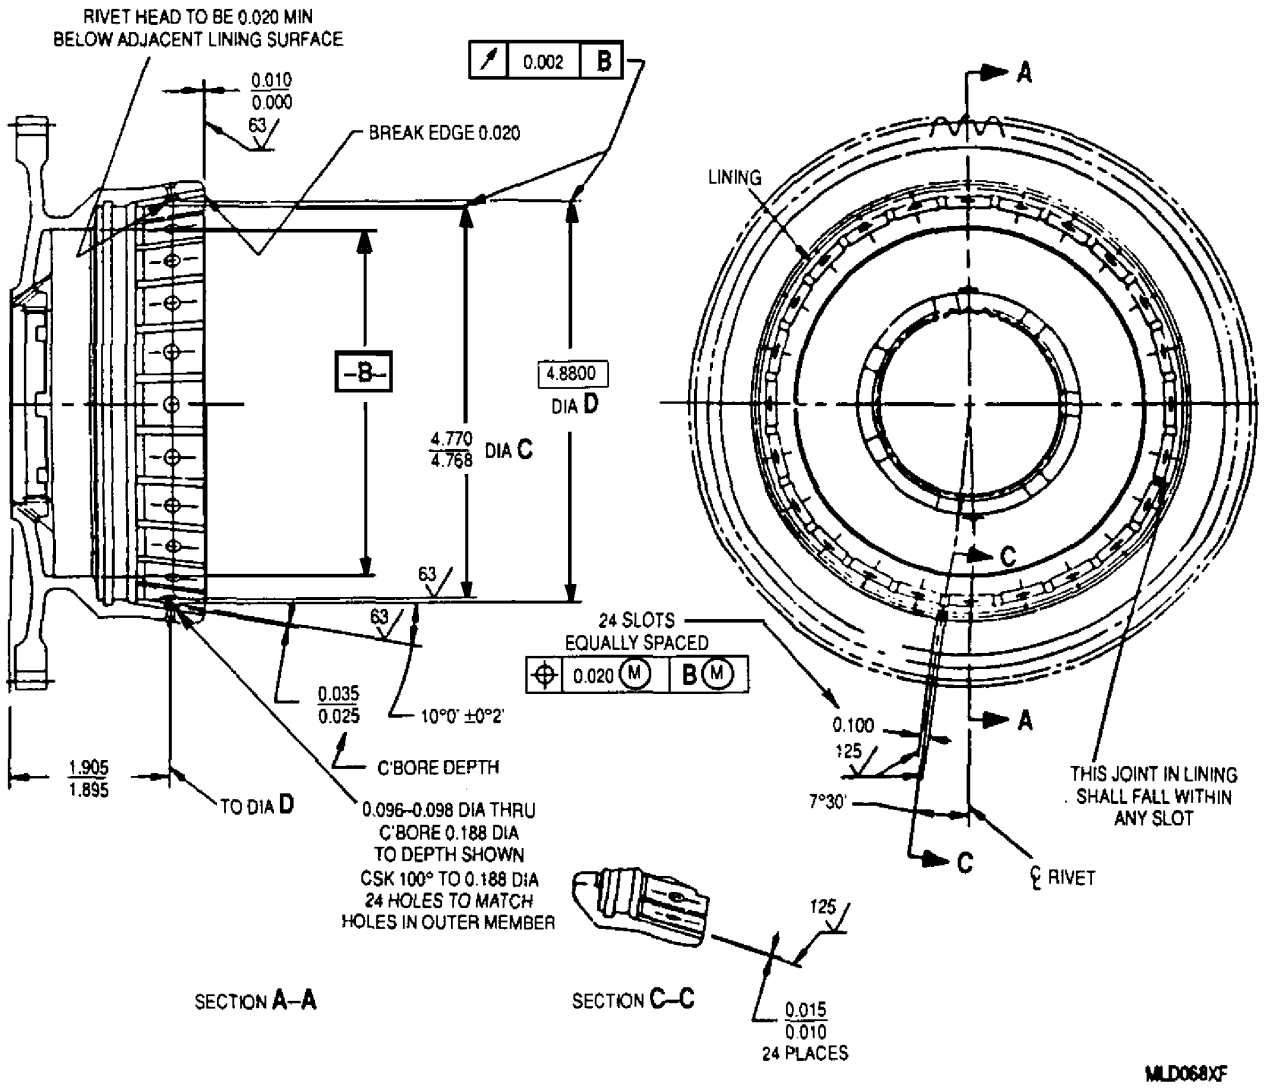

Figure 4. Propeller Brake Outer Member Assembly − Lining Replacement
a. Remove existing facing (lining) by drilling out rivets attaching lining to outer member. Rivet shank diameter is 0.096−0.098 in. (figure 4).
c. Locate replacement lining in outer member and drill rivet holes (figure 4) as follows:
(1) Install lining into outer member with centerline of joint gap at true center between any two existing rivet holes in outer member. This will locate joint gap within a slot when slots are machined.
g. Finish grind gage Diameter D and Diameter C using a HEALD internal grinder or equivalent, to dimensions, circular runout, and surface finishes shown (figure 4).
h. Remove assembly from machining fixture and check (figure 4) the following:
j. Machine 24 slots in lining angularly located and equally spaced (figure 4) as follows:
k. Break slot sharp edges 0.010 in. and edges of lining between slots 0.020 in. (figure 4).